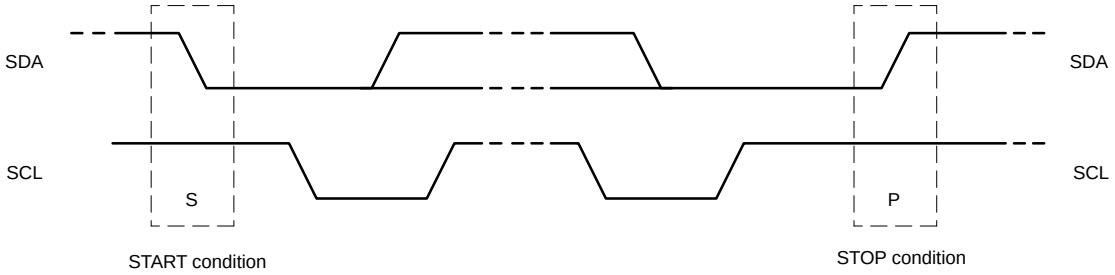

Figure 13. Definition of START and STOP Conditions
Both data and clock lines remain HIGH when the bus is not busy. A START condition (S) occurs when there is a HIGH−to−LOW transition of the data line while the clock is HIGH. A STOP condition (P) occurs when there is a LOW−to−HIGH transition of the data line while the clock is HIGH (see Figure 13).